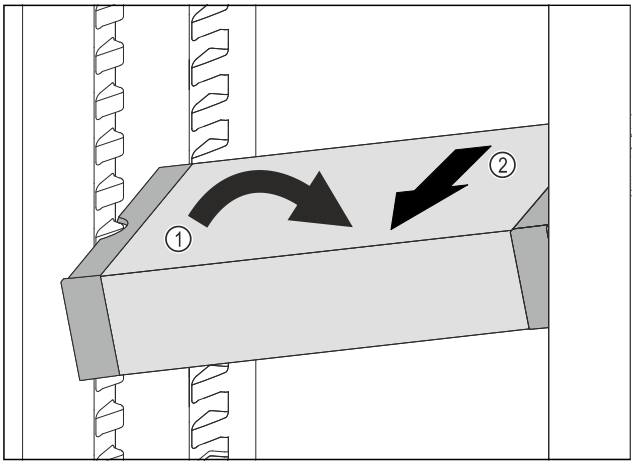

Fig. 114
▶ Állítsa ferde helyzetbe a VarioSafe-fiókot a hűtőrészben. *Fig. 114 (1)*
▶ Előrefelé vegye ki a VarioSafe-fiókot. *Fig. 114 (2)*